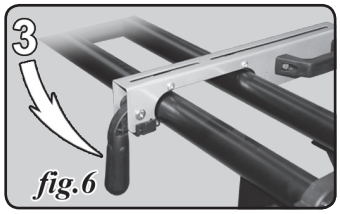

fig.6
3. Abaisser le levier pour immobiliser la pince sur le rail (fig.6).
7. Utilisez les 4 longs boulons, les rondelles et les écrous (F) pour fixer la scie supports de montage de la scie à onglets.
8. Les poignées à relâchement rapide (3, fig.6) doivent être orientées vers l'avant de la scie avec les poignées de transport vers l'extérieur.